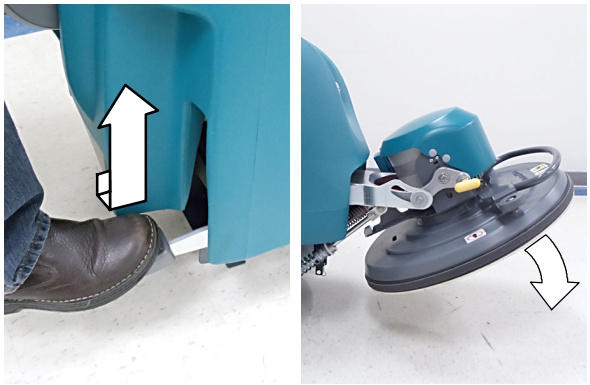

FIG. 15
1. Lower the burnishing head to the floor by releasing the burnishing head lift pedal as shown (Figure 15).